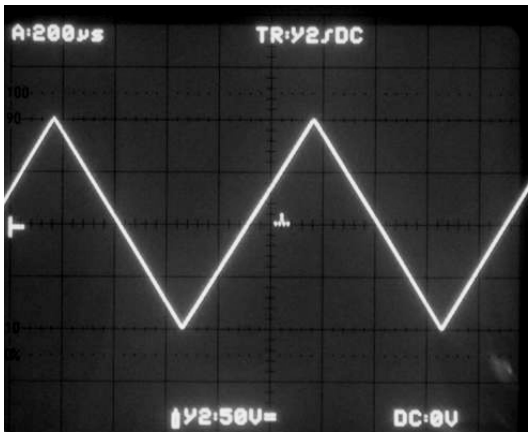

Figure 9. Triangle wave $200V_{pp}$ 1kHz
- Triangle and sine response (Fig. 9, 10)